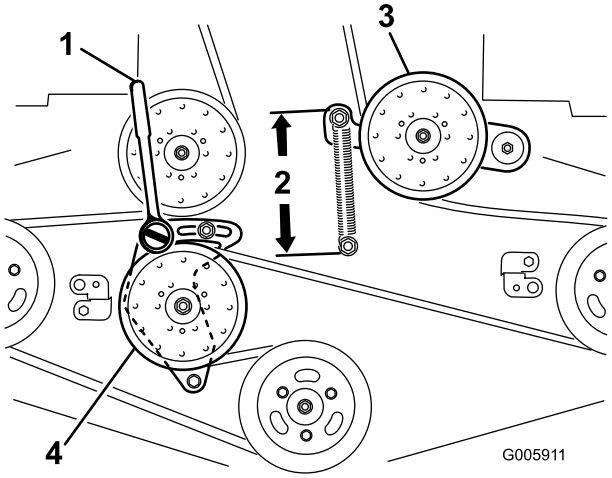

Figuur 59
4. Draai de arm van de vaste spanpoelie los en beweeg deze om de spanning eraf te halen (Figuur 59).
7. Plaats een dopsleutel met een kort verlengstuk of een onderbrekerstang in het vierkante gat in de arm van de vaste spanpoelie (Figuur 59).
9. Om de riemspanning te vergroten, draait u de dopsleutel of onderbrekerstang linksom zodat de arm van de vaste spanpoelie beweegt totdat de afstand tussen de haken van de veer 16,5 cm bedraagt (Figuur 59).